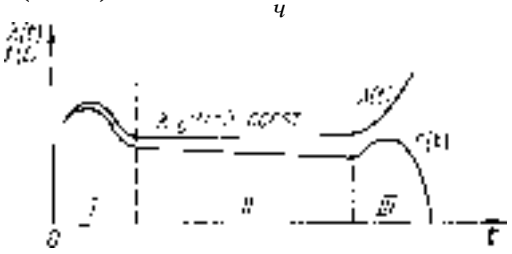

Рис. 1. Взаимное расположение кривых f(t) и λ(t)
Типичная кривая изменения частоты отказов объектов в соответствии с формулой (1) показана на рис. 1. На этой кривой можно отметить три характерных участка. Первый участок (I) характеризуется большими значениями частоты отказов. Здесь проявляются отказы, обусловленные грубыми ошибками в принципиальной схеме или в конструкции объекта и технологии его изготовления, несоблюдением требовании конструкторской и технологической документации, применением некондиционных материалов и элементов, слабым контролем качества изделий на всех этапах прохождения его на заводе. Такие отказы обычно выявляются в процессе приработки (тренировки) изготовленных устройств и их испытаний в заводских условиях до ввода в эксплуатацию.
Типичная кривая изменения интенсивности отказов λ(t) от времени эксплуатации (в общем случае от времени наработки) изображена на рис. 1. Кривая λ(t), так же как и f(t), имеет три характерных участка.
Взаимное расположение кривых f(t) и λ(t) можно оценить по рис. 1.
Задача 1. Оцените размер "а" стороны квадратной металлической пластины, используемой в качестве заземлителя. Пластина лежит на поверхности земли (глина с влажностью 15%). Сечение заземляющего изолированного медного провода 1,5 мм^2, длина 15 м, удельное сопротивление меди 0,018 Ом мм^2/м. Сопротивление заземляющего устройства, включающего в себя заземлитель и заземляющий проводник (рис.1), должно быть не больше 10 Ом: